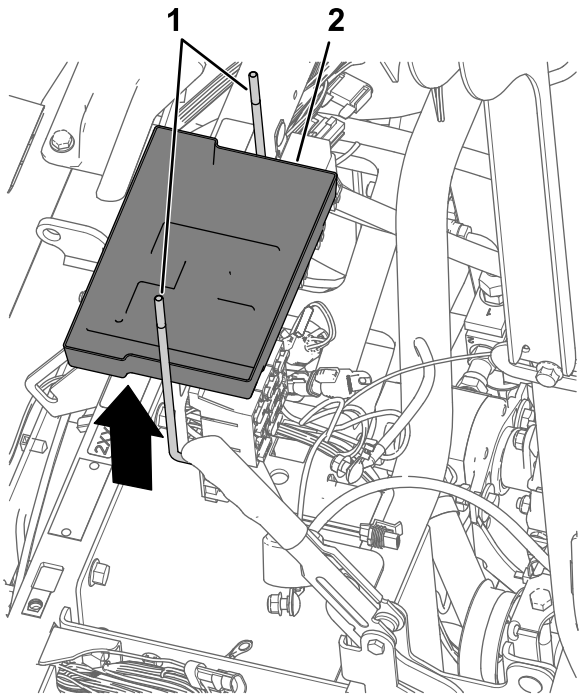

Rysunek 171
5. Odłącz 2 śruby J i tacę akumulatora od wspornika akumulatora (Rysunek 171).